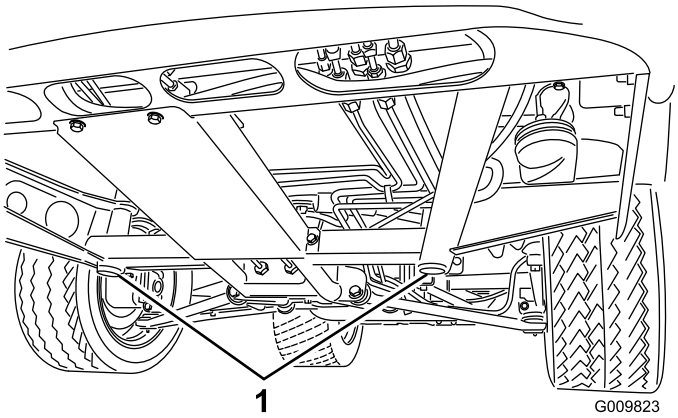
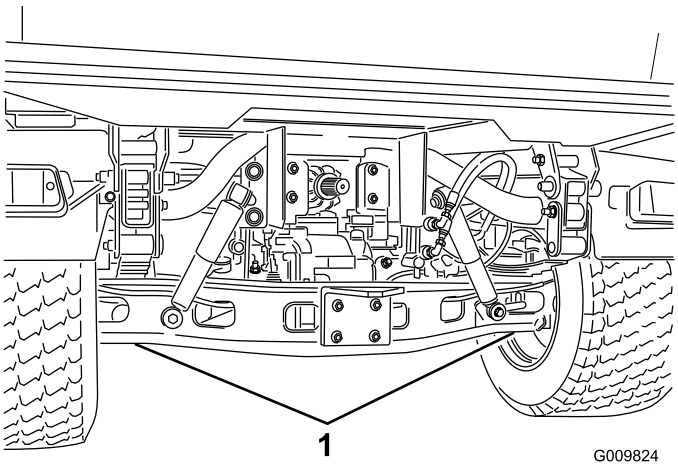

Figur 33
Figur 34
- Jekkpunktet foran på kjøretøyet er under midten av den fremre rammestøtten (Figur 33), og bak er det under akselen (Figur 34).